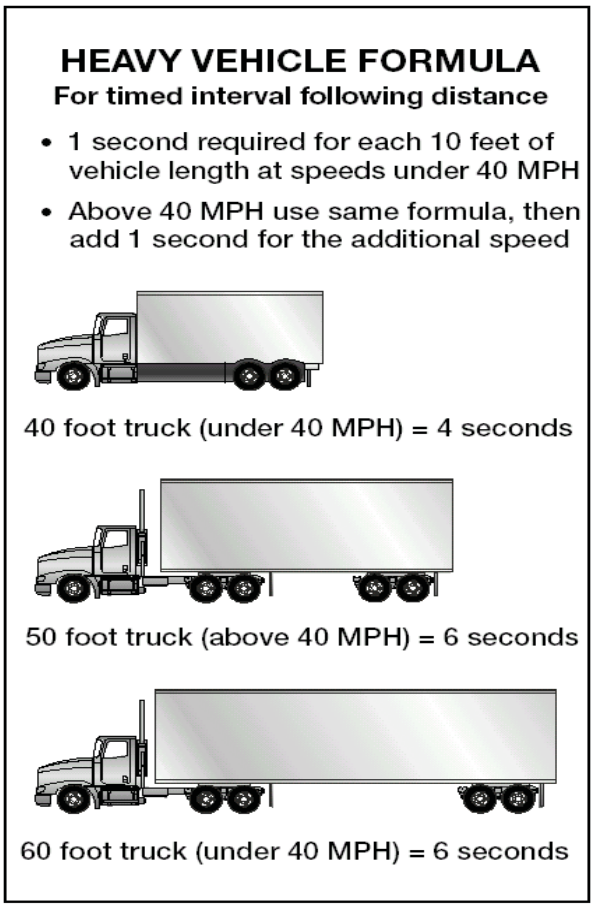

**Figure 2.12**
**How Much Space?** How much space should you keep in front of you? One good rule says you need at least one second for each 10 feet of vehicle length at speeds below 40 mph. At greater speeds, you must add 1 second for safety. For example, if you are driving a 40-foot vehicle, you should leave 4 seconds between you and the vehicle ahead. In a 60-foot rig, you'll need 6 seconds. Over 40 mph, you'd need 5 seconds for a 40-foot vehicle and 7 seconds for a 60-foot vehicle. See Figure 2.12.